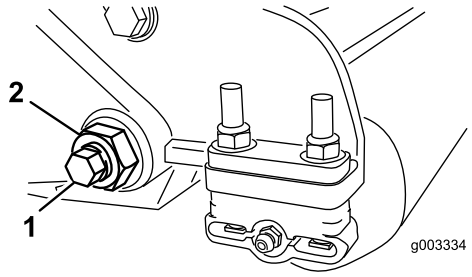
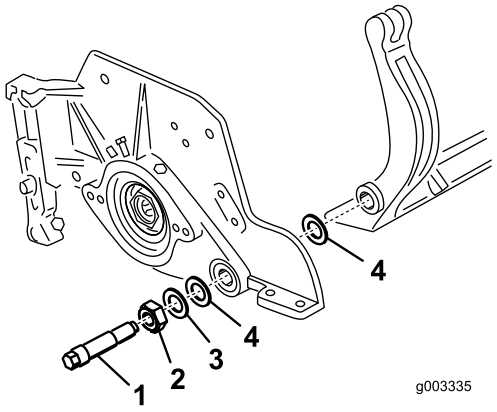
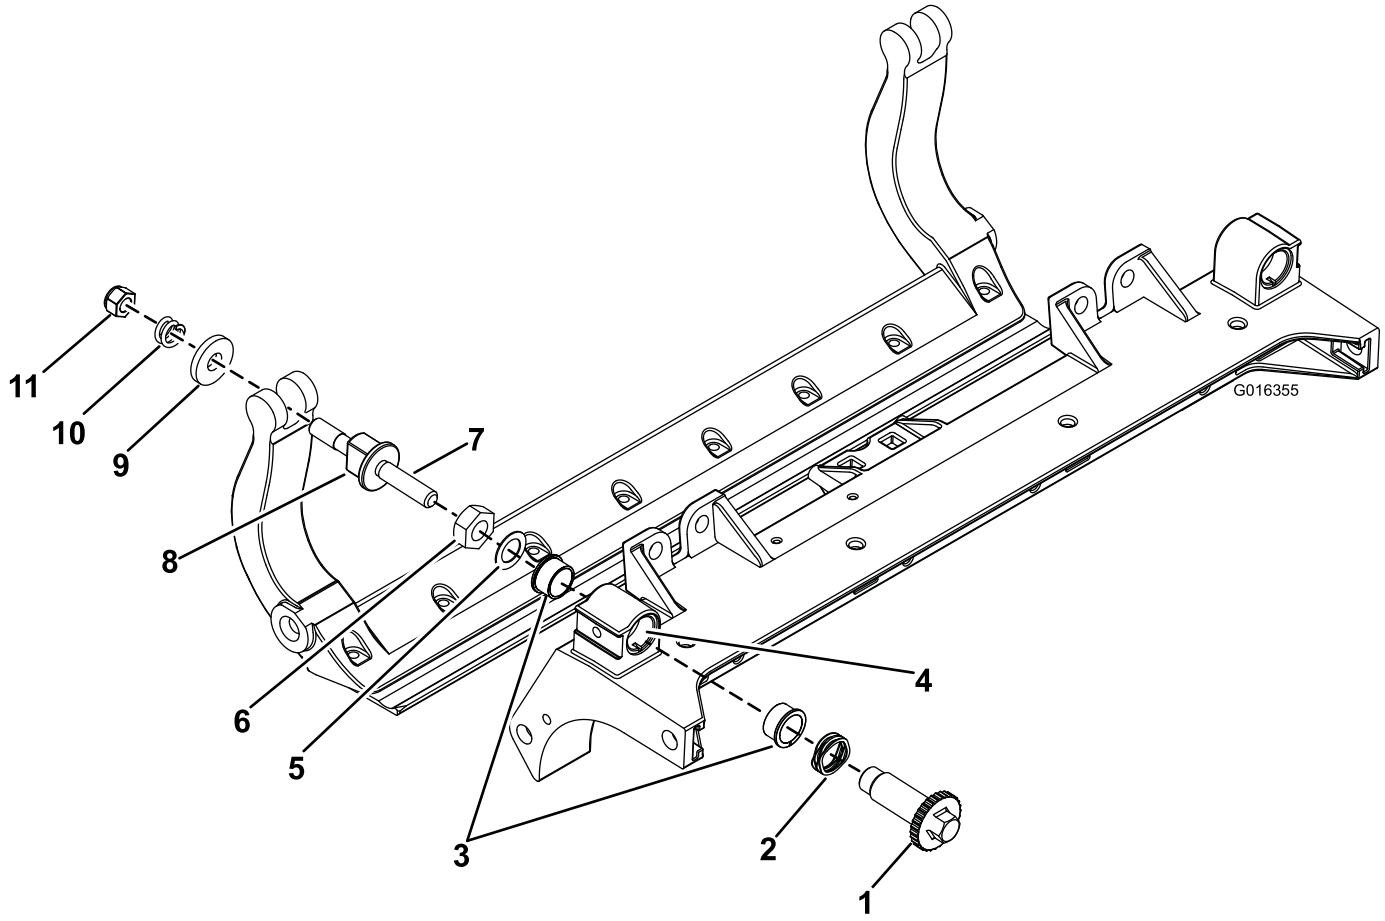

Figur 27
Figur 28
Figur 30
3. Løsn den låsemøtrik, som fastgør bundtværstangens bolt, på hver side af maskinen (Figur 27).
4. Afmonter bundtværstangens bolte, så bundtværstangen kan trækkes nedad og fjernes fra maskinen (Figur 27). Der skal være 2 nylonskiver og 1 præget stålskive på hver ende af bundtværstangen (Figur 28).
2. Fastgør bundtværstangen på hver sideplade med boltene (møtrikker på bolte) og 6 skiver. Der skal placeres en nylonskive på hver side af sidepladens nav. Anbring en stålskive på ydersiden af hver nylonskive (Figur 28). Tilspænd bundknivens bolte med et moment på 37-45 Nm. Tilspænd låsemøtrikkerne, indtil den udvendige stålskive holder op med at dreje, og endeslør er fjernet, uden at overspænde eller bøje sidepladerne. Indvendige skiver har muligvis et mellemrum.
1. Fjern alle delene (se *monteringsvejledningen* for HD DPA-sæt modelnr. 120-7230 og Figur 30).
2. Påfør Never Seize på indersiden af støbestykket på klippeenhedens midterste ramme (Figur 30).
3. Ret splitterne på flangebøsningerne ind i forhold til rammen og monter bøsningerne (Figur 30).
4. Monter en flad spændeskive på justeringsakslen og skub justeringsakslen ind i flangebøsningerne i klippeenhedens ramme (Figur 30).
5. Fastgør justeringsakslen med en flad skive og låsemøtrik (Figur 30). Stram låsemøtrikken med et moment på 20-27 Nm.
9. Fastgør bundtværstangen på hver sideplade med boltene (møtrikker på bolte) og 6 skiver. Der skal placeres en nylonskive på hver side af sidepladens nav. Anbring en stålskive på ydersiden af hver nylonskive (Figur 30). Tilspænd bundknivens bolte med et moment på 37-45 Nm. Tilspænd låsemøtrikkerne, indtil den udvendige stålskive holder op med at dreje, og endeslør er fjernet, uden at overspænde eller bøje sidepladerne. Indvendige skiver har muligvis et mellemrum (Figur 28).